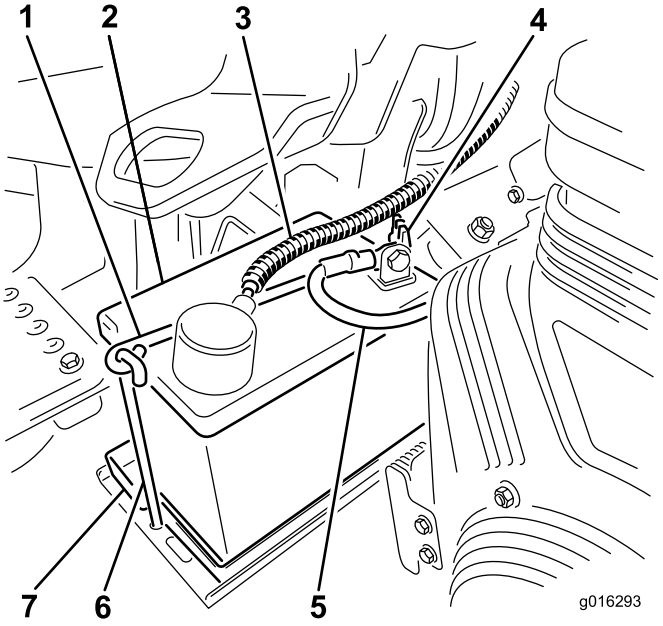

Figur 8
7. Plasser batteriet i batteriholderen, og fest med de tidligere fjernede batteriklemmene og festene (Figur 8).
8. Koble den positive kabelen (rød) til den positive (+) polen og den negative kabelen (svart) til den negative (–) polen, og fest dem med bolter og mutre (Figur 8). Skyv gummihetten over den positive polen for å forhindre muligheten for kortslutning.